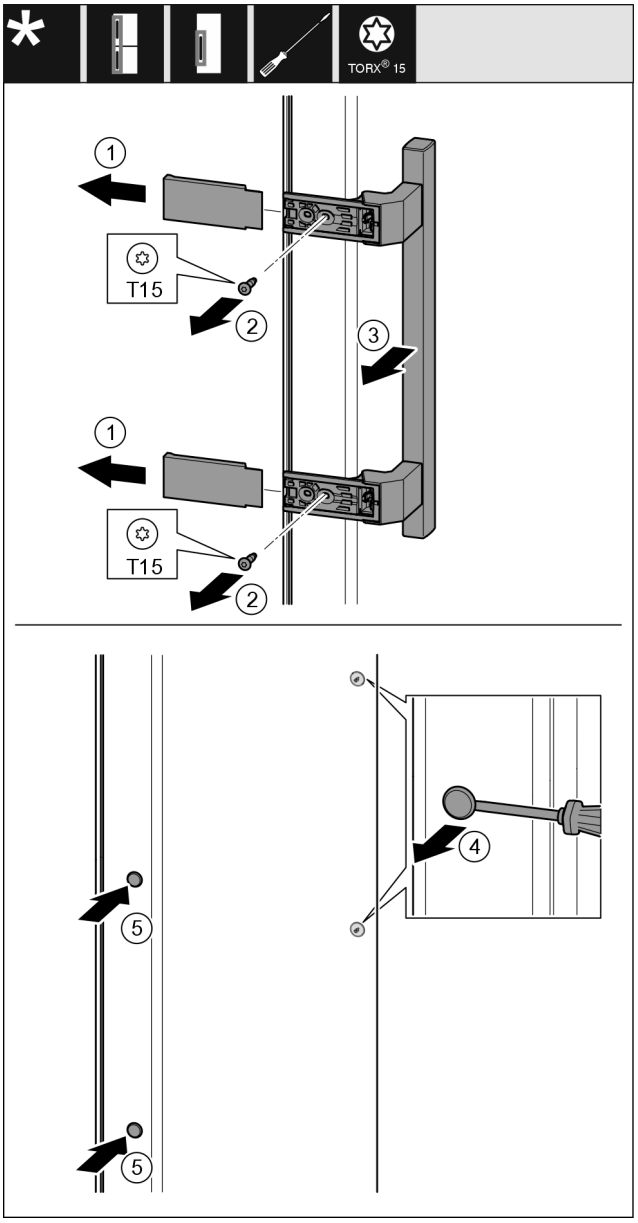

*Fig. 25*
- ▶ Afdekking *Fig. 25 (1)* wegtrekken.
- ▶ Schroeven *Fig. 25 (2)* met een schroevendraaier er uit draaien.
- ▶ Greep *Fig. 25 (3)* wegnemen.
- ▶ Til de zijplug voorzichtig *Fig. 25 (4)* op met een platte schroevendraaier en trek hem er uit.
- ▶ Plug *Fig. 25 (5)* aan de andere kant er weer insteken.